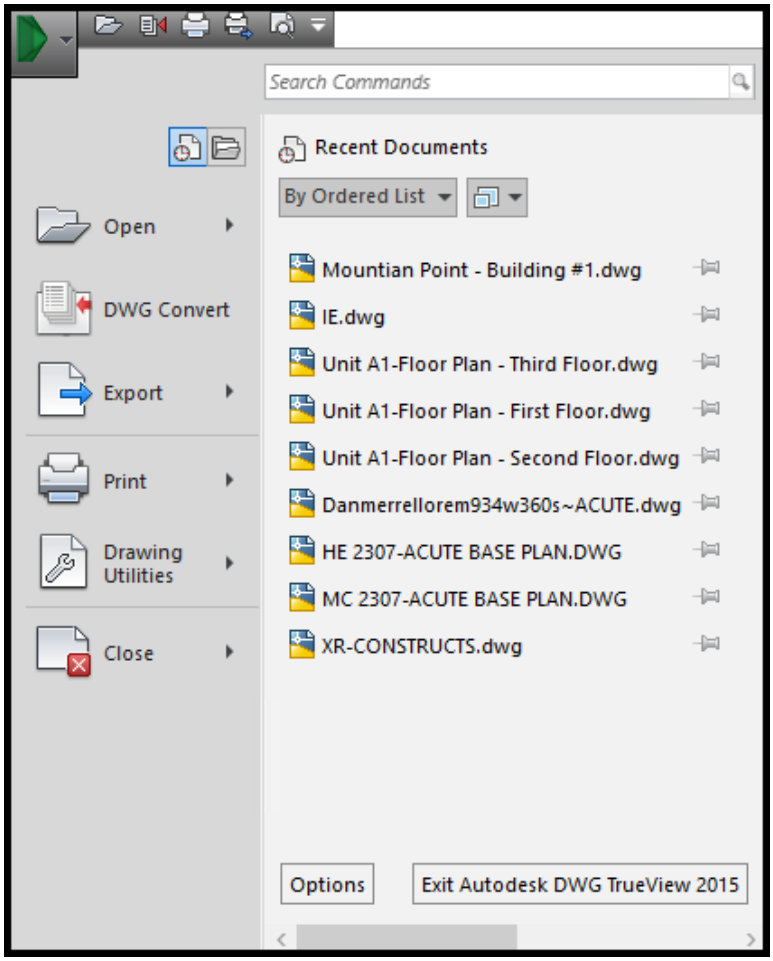

Figure 4.3. TrueView print button location.
4. Select the green TrueView icon located in the upper right hand corner of the screen, then select "Print." A print window will appear, as shown in figure 4.3.